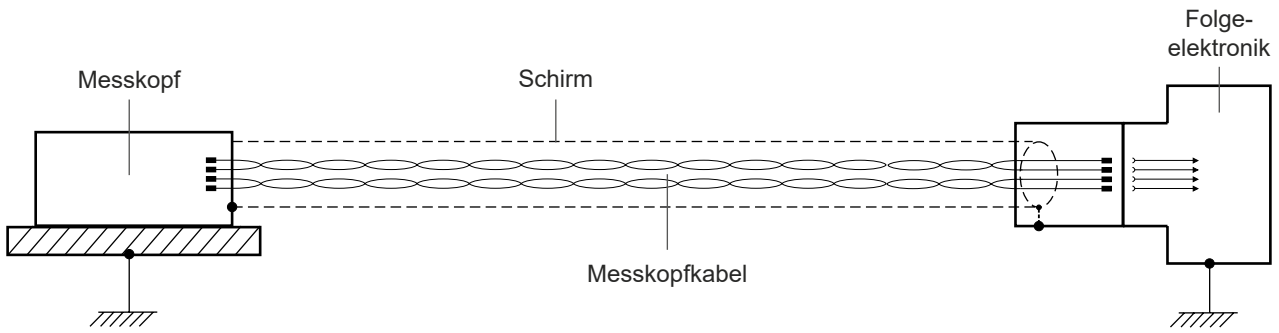

Abbildung 9
- Die von NUMERIK JENA konfektionierten Schirmkonzepte müssen eingehalten werden (siehe auch Abbildung 9)!